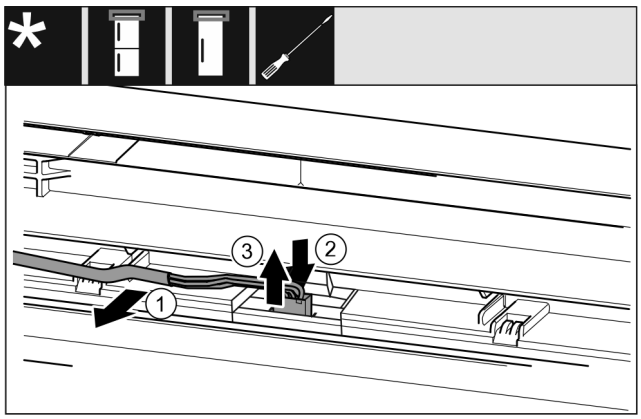

*Fig. 24 Fridge/freezer combinations / freezers / refrigerators**
▶ Release the cable *Fig. 24 (1)* from the guide in the door carefully.*
▶ Push the tab *Fig. 24 (2)* behind the plug backwards.*
▶ Pull the plug *Fig. 24 (3)* out upwards carefully.*